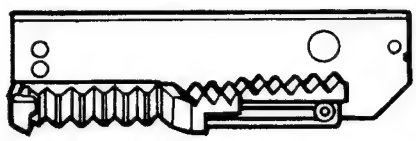

Fig. A-6-2
① Turn the Drive Gear Assembly in the direction of arrow (C).
② Reassemble the Rack Gear N.D. to the Side Bracket Assembly, as shown in Fig. A-6-2, and then reassemble it to the Bracket Assembly(L). This time the Assembling Figure should be the same as(B) at the rectangular hole of Bracket Side.